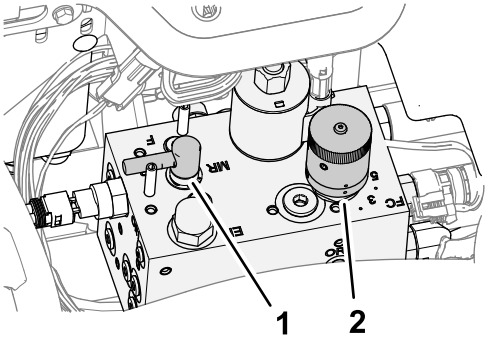

Figuur 94
4. Zet de wethendel in de achteruitstand (R) (Figuur 94).